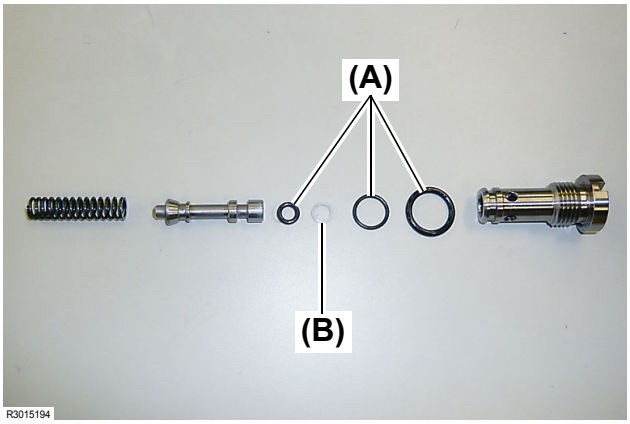

Fig. 31
●For assembling, replace the O-rings **(Fig. 31, (A))** and the backup ring **(Fig. 31, (B))** with new ones.